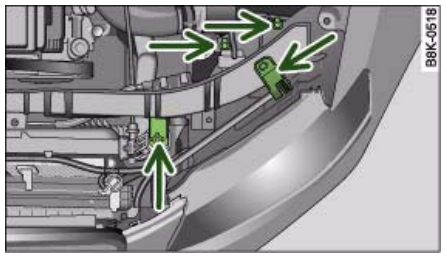

Fig. 289 Headlight unit: Attachment points are marked by arrows
– Slacken the two screws that secure the headlight to the lock carrier and the two screws at the underside of the headlight (the screws at the underside should not be slackened more than five turns) ⇒ *page 306,* fig. 289.